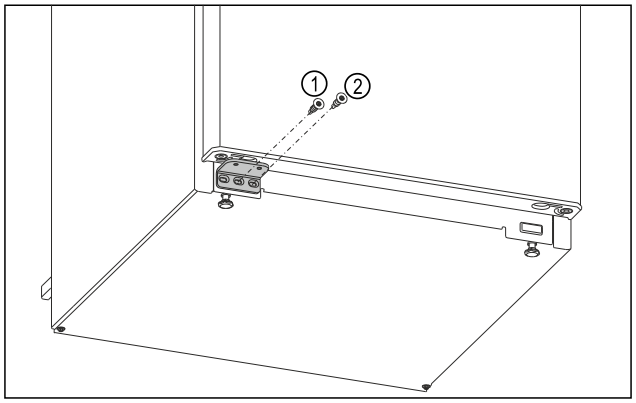

Fig. 17
▶ Skru fast den midtre skruen til lagerbukken *Fig. 17 (1)* med skrutrekkeren Torx 20.
▶ Skru fast den innvendige skruen til lagerbukken *Fig. 17 (2)* med skrutrekkeren Torx 20.